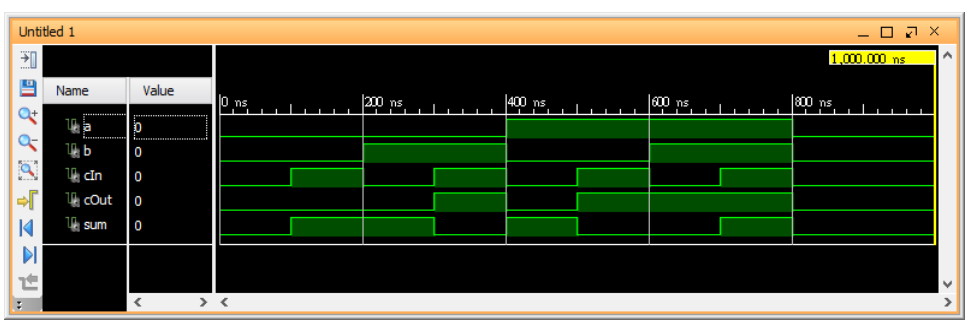

Figure 17. Simulation Results: Adder1_tb.vhd
f. Click on the *Run Simulation* under the *Flow Navigator* pane. Select the ***Run Behavioral Simulation*** option. The simulation results are shown in Figure 17.